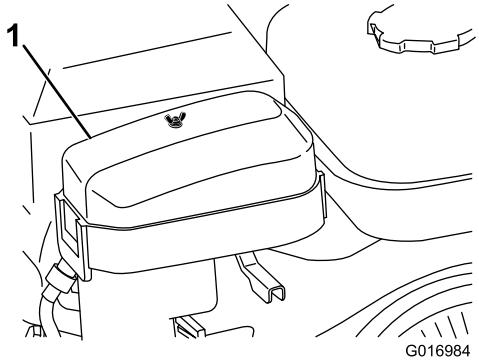

**Figur 28**
2. Fjern vingemutteren som fester luftrenserdekselet og fjern dekselet (Figur 28).